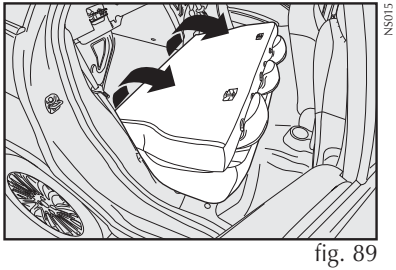

fig. 89
4) Rebater para a frente o encosto, passando os cintos pelos lados, até que este se apoie sobre o assento traseiro **fig. 89**.